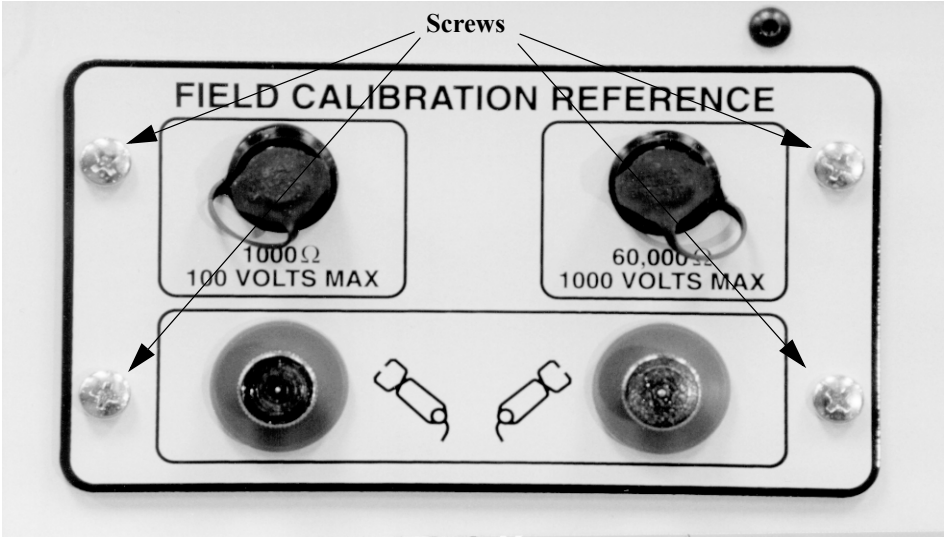

Figure 4.42 Field Calibration Reference, Screw Locations
1. Unscrew four captive screws (Figure 4.42) using a Phillips-head screwdriver.